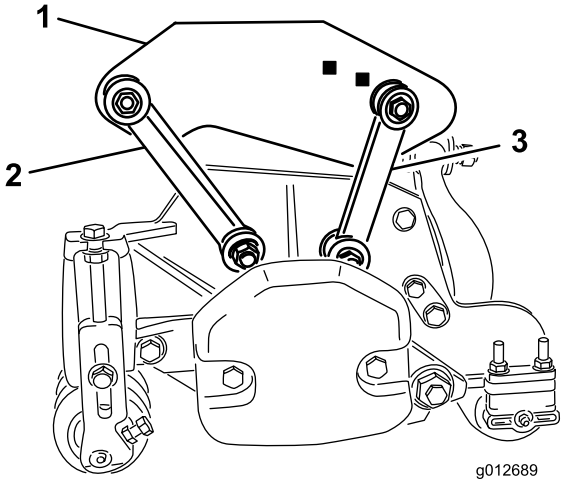

Figur 19
- Fastgør de forreste monteringsled til bærerammens huller med en bolt (3/8 x 2-1/4 tomme), 2 flade spændeskiver og en låsemøtrik som vist i Figur 19. Placer en spændeskive på hver side af leddet, når det monteres. Tilspænd fastgørelsesanordningerne til 42 Nm.
- Fastgør de bageste monteringsled til bærerammens bageste huller med en bolt (3/8 x 2-1/4 tomme), 2 flade spændeskiver og en låsemøtrik som vist i Figur 19. Placer en spændeskive på hver side af leddet, når det monteres. Tilspænd fastgørelsesanordningerne til 42 Nm.